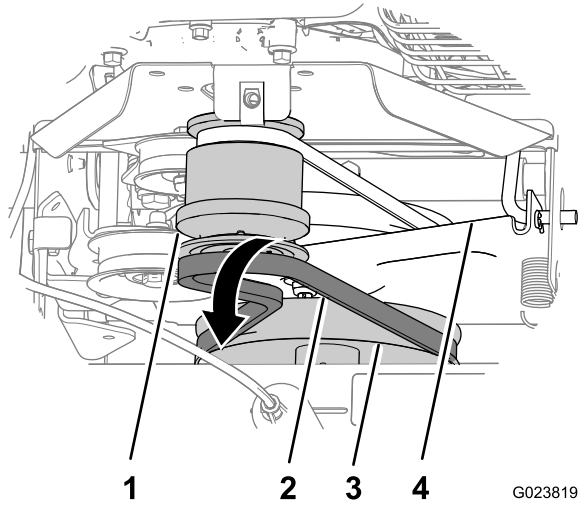

Figur 40
3. Før remmen fremover over det fremre sporet på motorremskiven (Figur 40).
4. Før remmen av girkasseremskiven for børsten, flytt remmen bakover mellom skiven og trekkontrollbraketten, og fjern remmen fra maskinen (Figur 40).
1. Juster den nye remmen mellom remskiven og trekkontrollbraketten (Figur 40).
2. Før remmen inn i sporet på undersiden av girkasseremskiven for børsten (Figur 40).
3. Før remmen inn i det fremre sporet på motorremskiven (Figur 40).